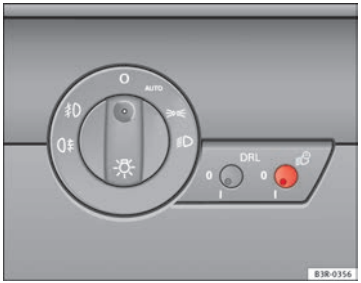

Fig. 87 Detailed view of the dash panel: Coming home and leaving home functions
– Briefly press the knob ⇒ fig. 87 to release it from its set position.